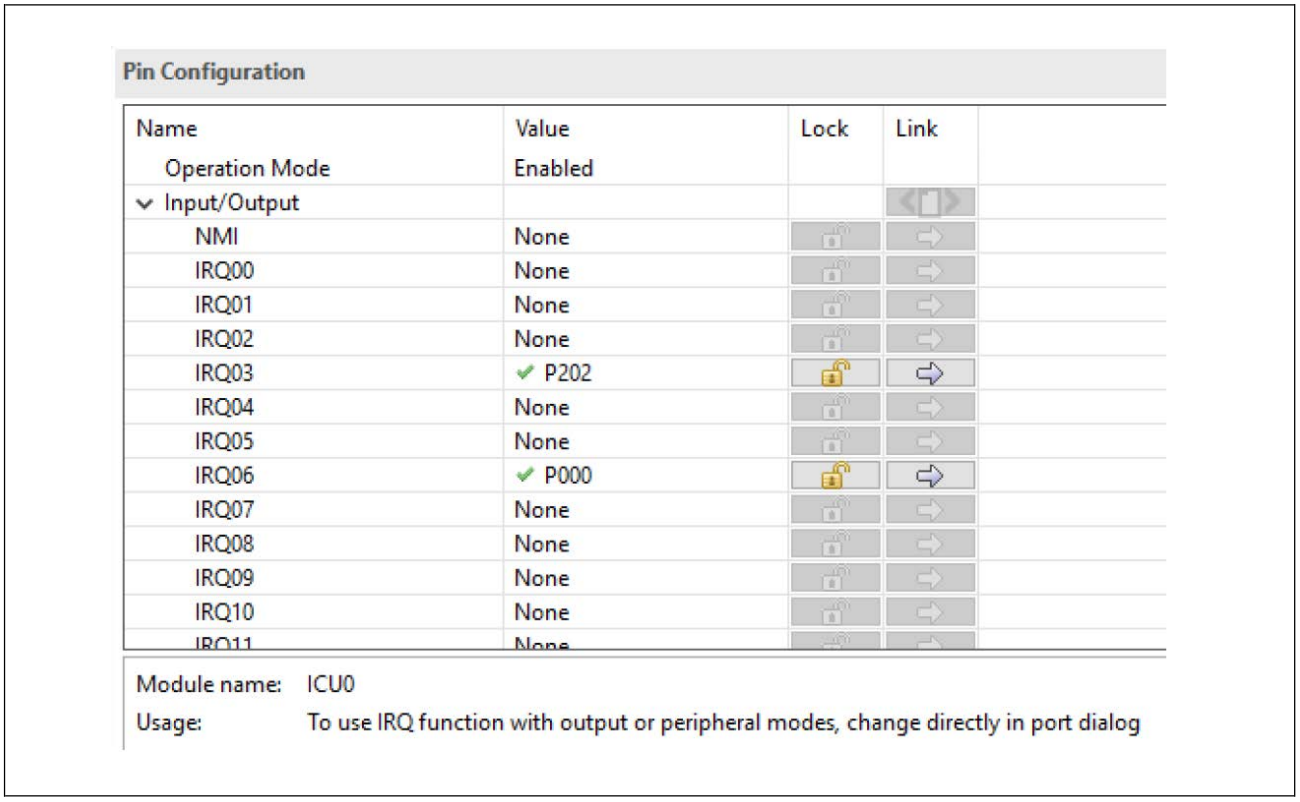
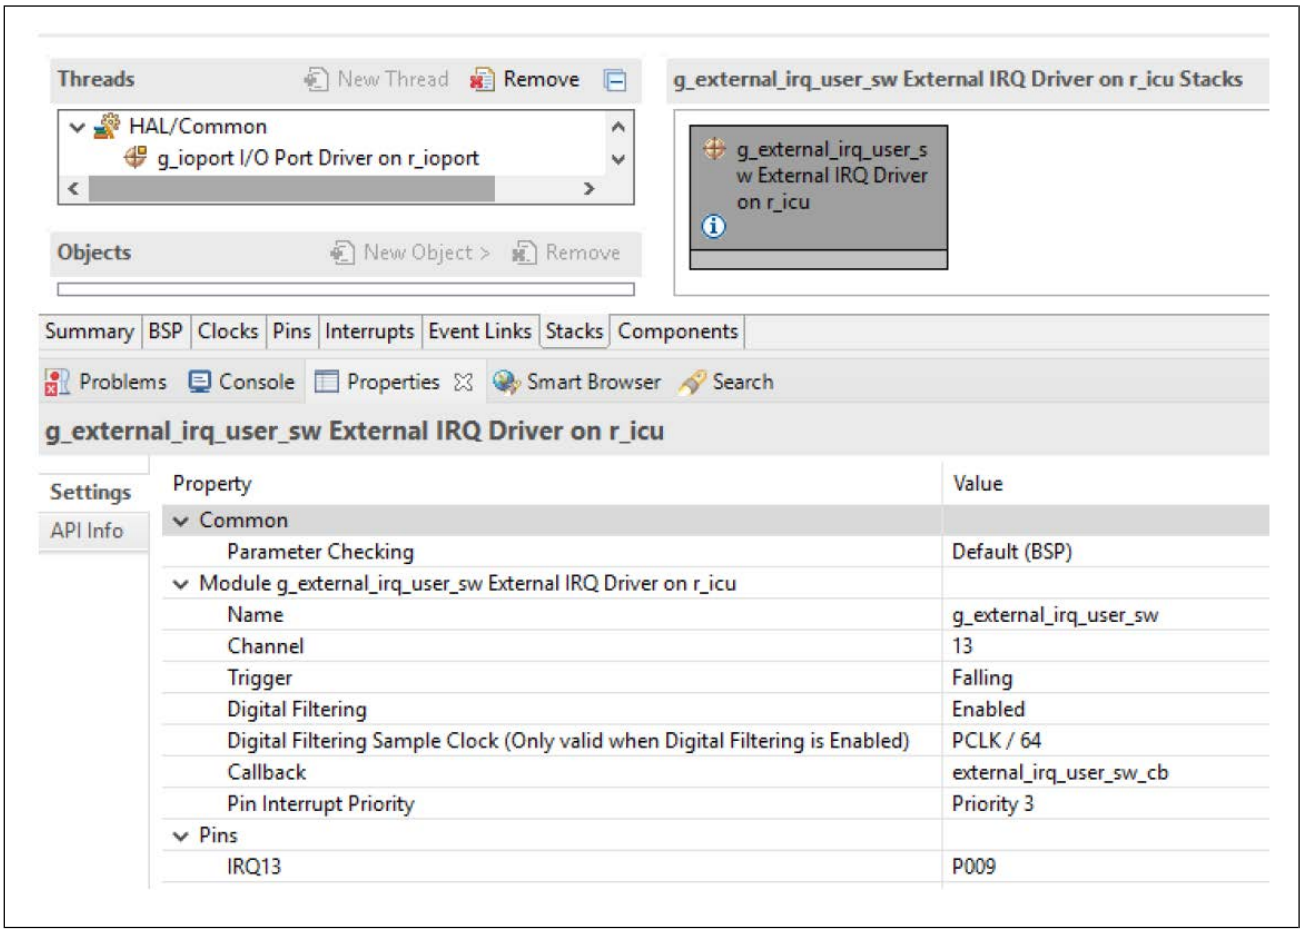

图 30. 使用 Renesas FSP 中的引脚配置器分别使能 P202、P000 即 IRQ03、IRQ06 输入
图31. 使用 Renesas FSP 配置器配置 IRQ13
- 图 30 和图 31 给出了使用 Renesas FSP 使能和配置 IRQ 引脚的示例。